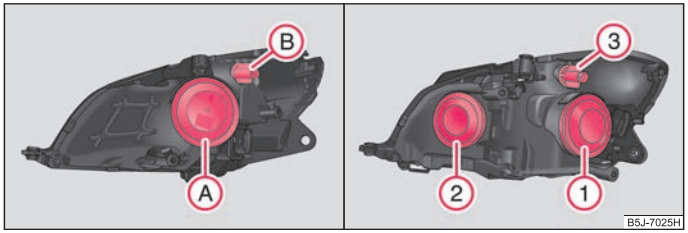

Fig. 162 Fitting position of the bulbs: Halogen headlights / halogen projector headlights
Positions of the light bulbs in the halogen headlights ⇒ fig. 162 on the left and in the halogen projector headlights ⇒ fig. 162 on the right.
- Remove the protective cap (A) ⇒ fig. 162.
- Remove the protective cap (1) ⇒ page 197, fig. 162 on the right.
- Remove the protective cap (2) ⇒ page 197, fig. 162.
- Turn the socket (B) (halogen headlight) ⇒ page 197, fig. 162 or the socket (3) (halogen projector headlight) to the left and take it out together with the light bulb for the turn signal light.
- Remove the protective cap (A) (halogen headlight) or (2) (halogen projector headlight) ⇒ page 197, fig. 162.